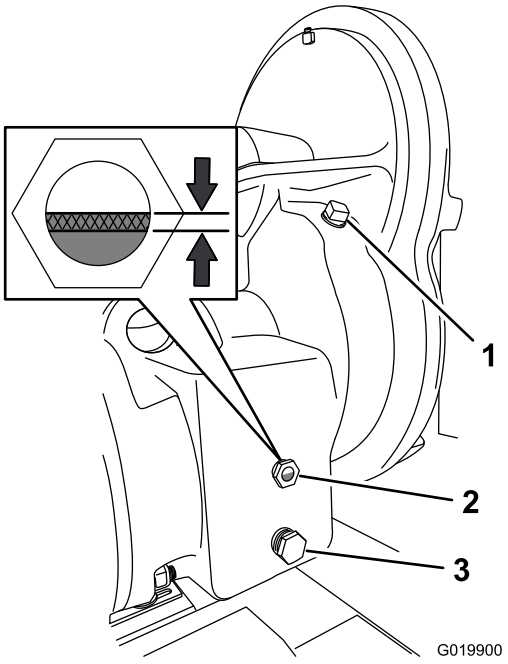

Figure 69
2. At the right side of the gear case, examine the oil level in the sight glass (Figure 69).
A. Remove the fill plug from the fill port in the housing of the gear case (Figure 69).
B. Slowly add the specified oil into the fill port until the oil level is between 1/3 and 1/2 of the sight glass (Figure 69).
E. Install the plug into the fill port in the housing (Figure 69).
1. Align a drain pan with a 3-quart capacity under the drain plug (Figure 69).
2. Remove the drain plug from the drain port, and completely drain the gear-case oil (Figure 69).
3. Remove the fill plug (Figure 69).
5. Install the drain plug in the drain port (Figure 69).
6. Slowly add the specified oil into the fill port until the oil level is between 1/3 and 1/2 of the sight glass (Figure 69).
7. Install the fill plug in the fill port (Figure 69).